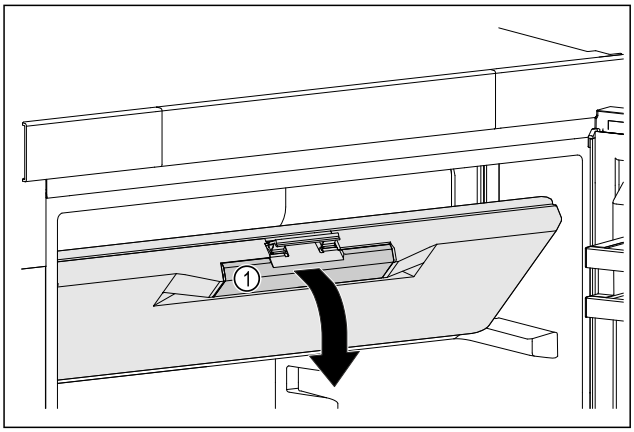

Fig. 45
▶ Tag fat i frostbokslågen i de forsænkede greb *Fig. 45 (1)*.